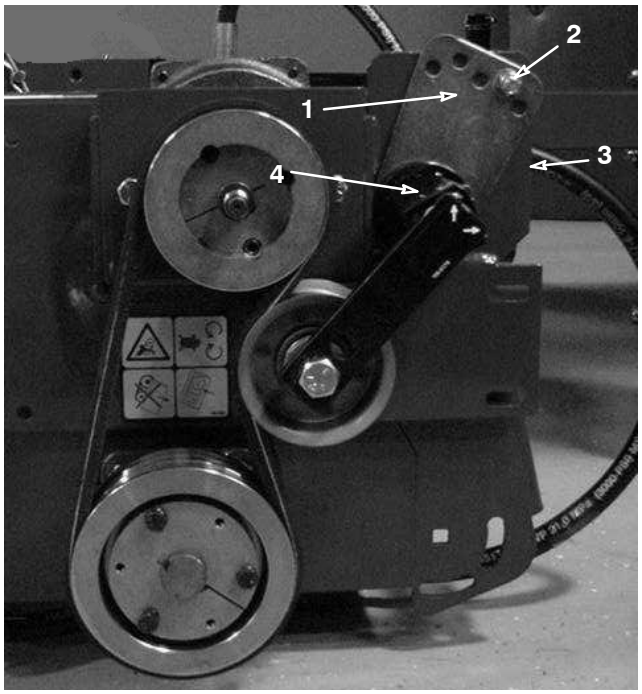

Bild 9
2. Lösen Sie hinten am Rahmen die Kopfschraube, mit der der Riemenspanner am Rahmen befestigt ist (Bild 9).
3. Nehmen Sie die Kopfschraube und die Mutter ab, mit denen die Spannerführung an der Antriebsbefestigung befestigt ist (Bild 9). Die Riemenspannung wird beim Entfernen der Kopfschraube gelöst.